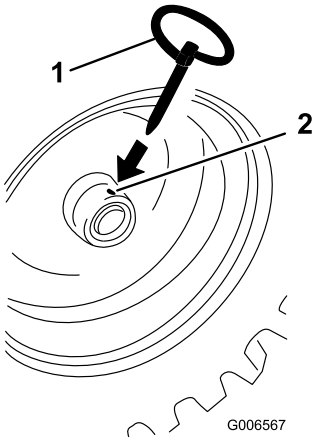

Figur 5
8. Skub hjulene udad, og sæt hver akselstift gennem hullet i hvert hjulnav og gennem akslens **yderste** hul (Figur 5).